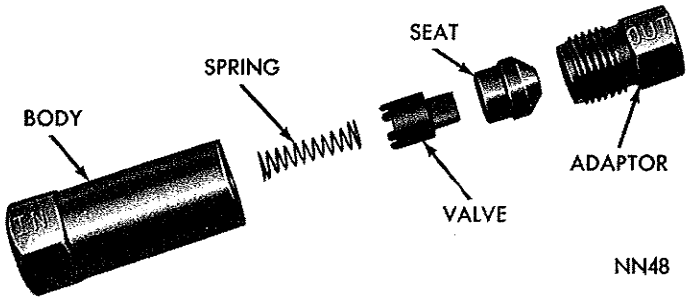

***Fig. 21—Residual Pressure Check Valve (Exploded View)***
(1) Clean outside of master cylinder thoroughly.
(2) Remove master cylinder cover retaining nut; remove cover and gasket, and drain brake fluid.
(3) Remove piston stop flange attaching screw and remove piston assembly. **It should be noted at this time, that check valve usually located in master cylinder bore is not used.** The residual check valve (Fig. 21) is located in brake line, after brake line tee (mounted adjacent to front fender splash shield (Fig. 6). There is no hydraulic pressure to disc brake caliper when brakes are not applied, because fluid source at master cylinder bypasses residual check valve.
(4) Remove brass washer between piston and the cup. Remove primary cup and spring.
(5) Using a wrench, loosen and remove center stud and lift off upper reservoir and gasket. Remove plate from inside reservoir.